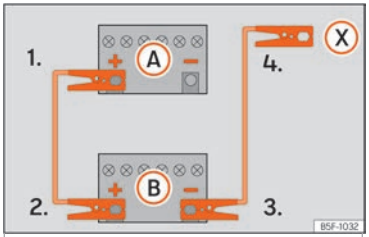

Fig. 43 Diagram of connections for vehicles without Start Stop system
2. Connect one end of the *red* jump lead to the positive (+) terminal of the vehicle with the flat battery (A) ››› Fig. 43.
3. Connect the other end of the *red* jump lead to the positive terminal (+) in the vehicle providing assistance (B).
4a. *In vehicles without a Start-Stop system:* connect one end of the *black* jump lead to the negative terminal (−) of the vehicle providing the current (B) ››› Fig. 43.